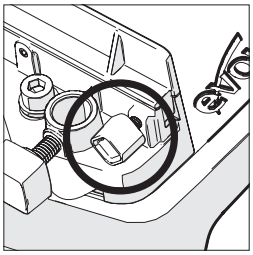

Fig. 5
- Afloje el tornillo de mariposa. **(Fig. 5)**.